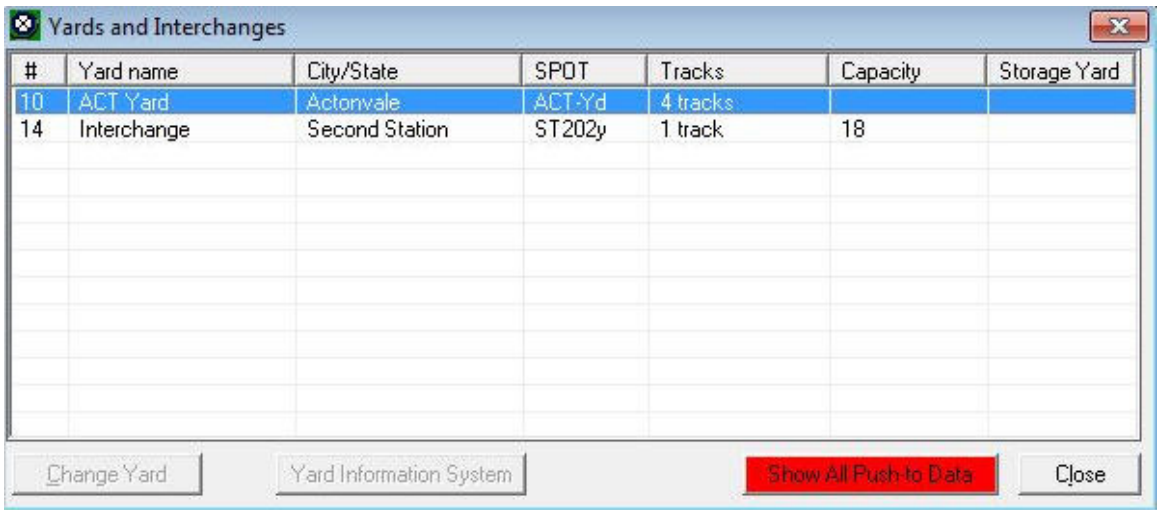

Figure 5-18
1. Click on "Traffic" on the ProTrak toolbar then select "Yards and Interchanges" from the dropdown list. The window shown in Figure 5-18 will be displayed.